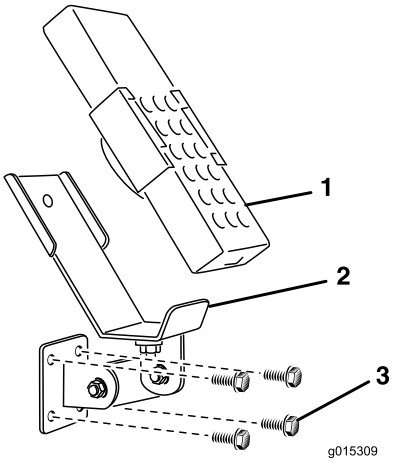
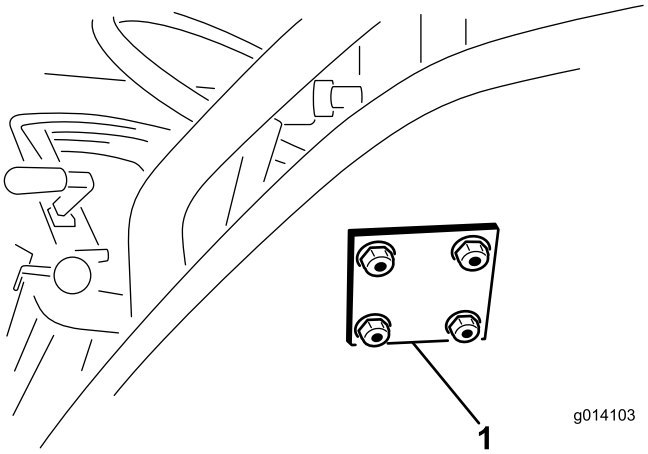

**Figur 12**
**Figur 13**
3. Bruk bakplaten som mal, og finn, marker og bor (4) hull på 8,7 mm i tauekjøretøyets monteringsflate.
4. Fest monteringsbraketten og bakplaten med (4) flenshodeskruer på 5/16 x 1–1/2 tommer og flenslåsemutre (Figur 12 og Figur 13).